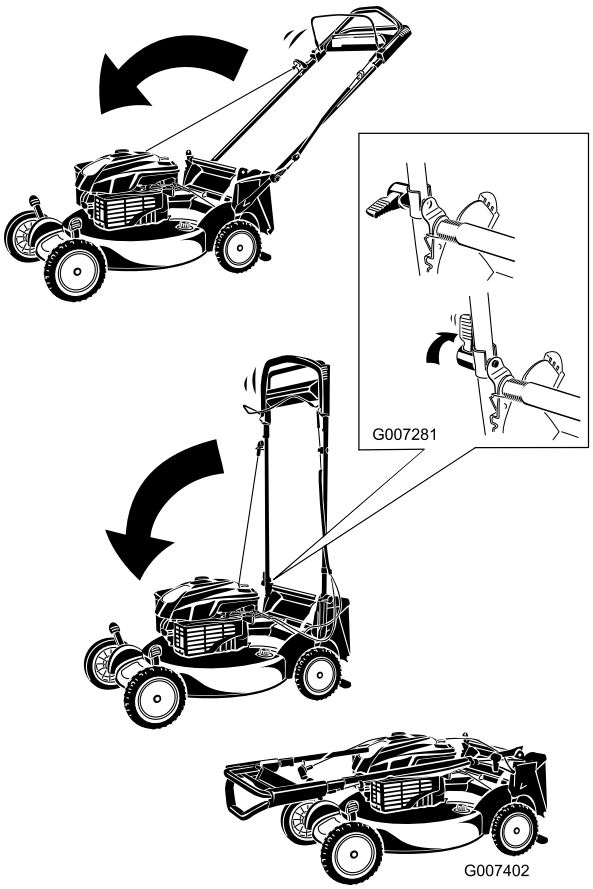

Figur 42
1. För handtaget framåt (Figur 42).